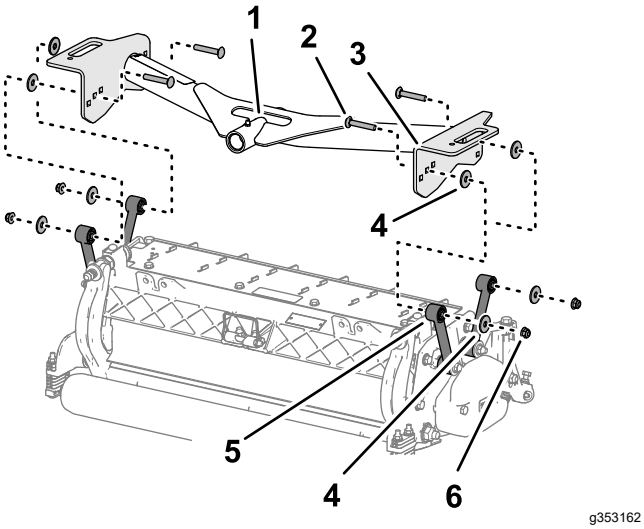

Rysunek 17
1. Ustaw otwory w płytach przedniej ramy nośnej równo z otworami w płytach montażowych zespołu tnącego (Rysunek 17).
2. Ustaw podkładkę między płytą nośną a łącznikiem (Rysunek 17), a następnie luźno zmontuj płyty i podkładkę dystansową za pomocą śruby podsadzanej (⅜ x 2¼ cala), podkładki i nakrętki zabezpieczającej kołnierzowej (⅜ cala).